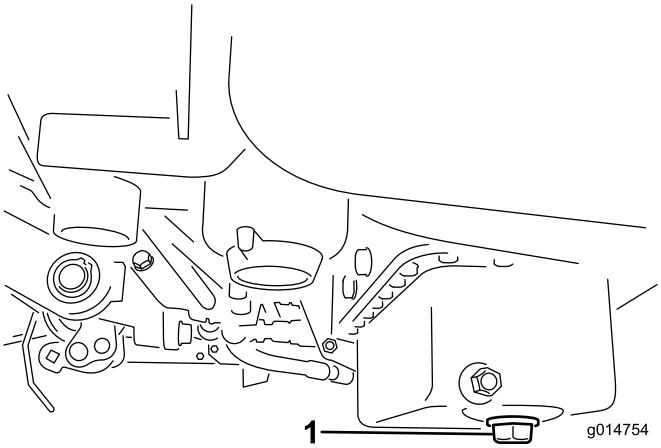

Figur 45
1. Fjern aftapningsproppen, og lad olien løbe ned i en bakke. Monter aftapningsproppen igen, når olien holder op med at løbe (Figur 45).